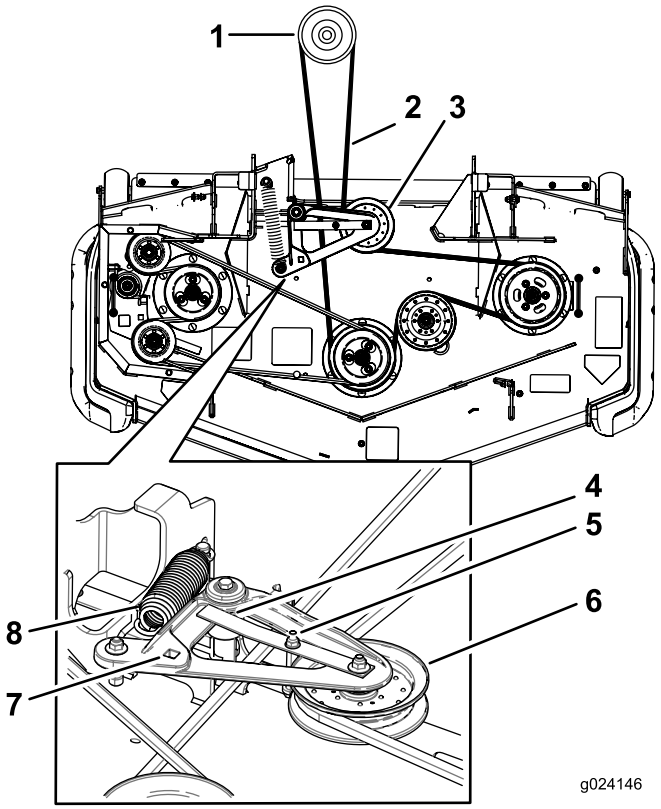

Figur 71
10. Montera den nya remmen runt klipparremskivorna och mellanremskivorna med hjälp av spärrhaken i det fyrkantiga hålet (Figur 71).
6. Använd en spärrhake i det fyrkantiga hålet i mellandrevsarmen för att minska spänningen på mellanremskivfjädern (Figur 71).
8. Lyft remstyrningsfliken och ta bort den befintliga remmen (Figur 71).
9. Montera en ny rem runt klipparremsskivorna och kopplingsskivan under motorn (Figur 71).
10. Rotera och se till att remstyrningsfliken ligger an mot svängnavet (Figur 71).
11. Använd spärrhaken i det fyrkantiga hålet för att montera mellanremskivfjädern (Figur 71).